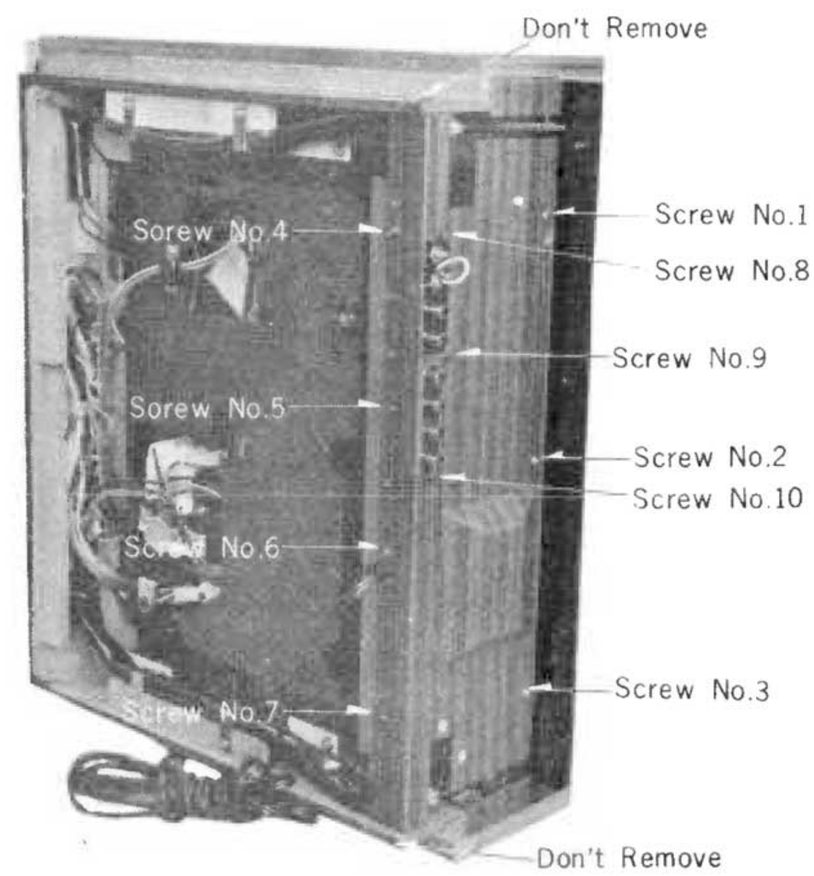

Fig. 9
2. Remove seven (7) power chassis mounting screws, Nos. 1～7, as illustrated in Fig. 9.
2. Remove three (3) jack mounting screws and nuts, No. 8～10. as illustrated in Fig. 9.